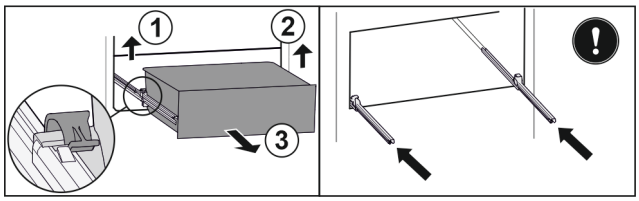

Fig. 151
- ▶ Ridicați clema din stânga și trageți concomitent sertarul din stânga spre înainte. *Fig. 151 (1)*
- ▶ Ridicați clema din dreapta și trageți concomitent sertarul din dreapta spre înainte. *Fig. 151 (2)*
- ▶ Extrageți sertarul spre înainte. *Fig. 151 (3)*